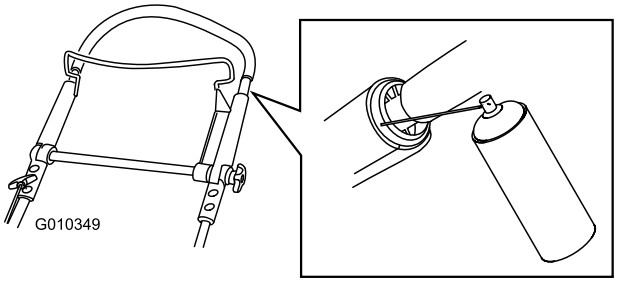

**Figur 41**
1. Spreja den yttre plaständen på det inre handtaget (Figur 41).